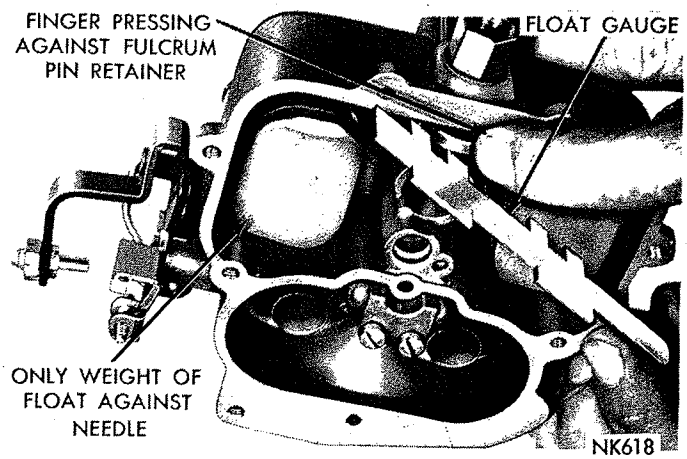

***Fig. 8—Checking the Float Setting***
(1) To correctly set float height when the carburetor is being overhauled, install the floats with fulcrum pin and pin retainer in main body.
(2) Install rubber-tipped needle, seat and gasket in the body and tighten securely.
(3) Invert main body so that weight of the float only is forcing needle against seat. Hold finger against retainer to fully seat fulcrum pin.
(4) Using Tool T109-280 or a "T" scale, measure float, as shown in (Fig. 8). There should be 5/16 inch from surface of fuel bowl to crown of each float at the center.